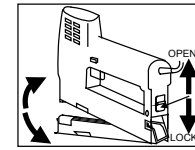

Рис. 6
5. Быстрое устранение застрявших скоб (рис. 6):